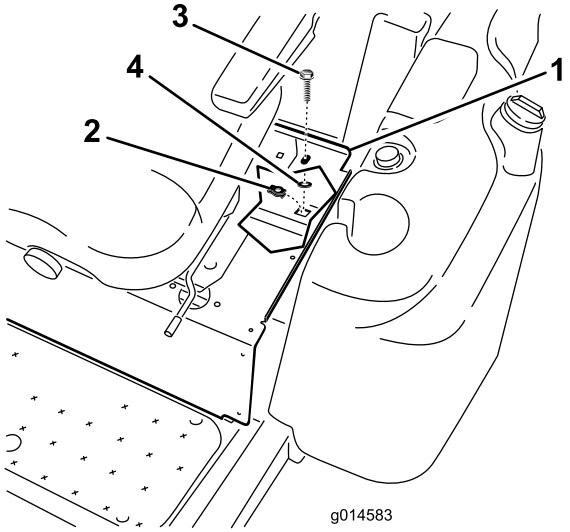

Figur 4
2. Monter en holdemutter ved rammehullet under bakre venstre hjørne på seteplaten (Figur 4).